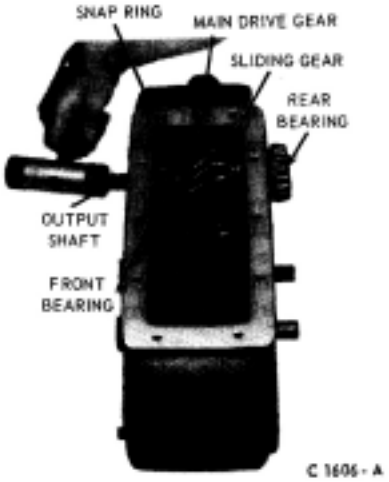

FIG. 6-9—Removing Front Output Shaft
16. Wedge the front output shaft front bearing away from the main drive gear to allow removal of the snap ring from its groove in the shaft. Then, tap the shaft and rear bearing out of the case (Fig. 6-9).